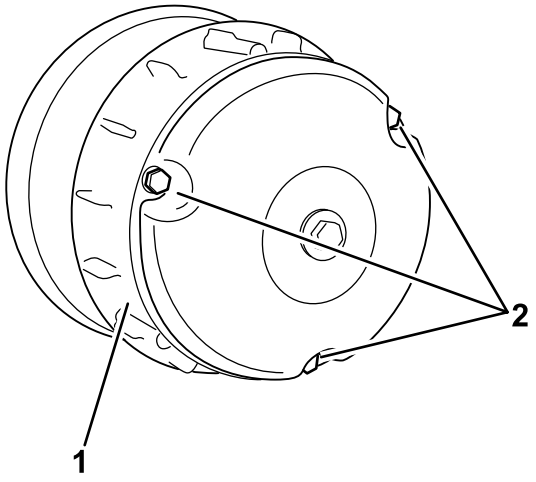

Figuur 62
2. Verwijder de 3 bouten waarmee de kap van de koppeling is bevestigd, en haal de kap weg (Figuur 62).
4. Plaats de kap van de koppeling en bevestig deze met de 3 bouten (Figuur 62) die u verwijderd hebt in 2.